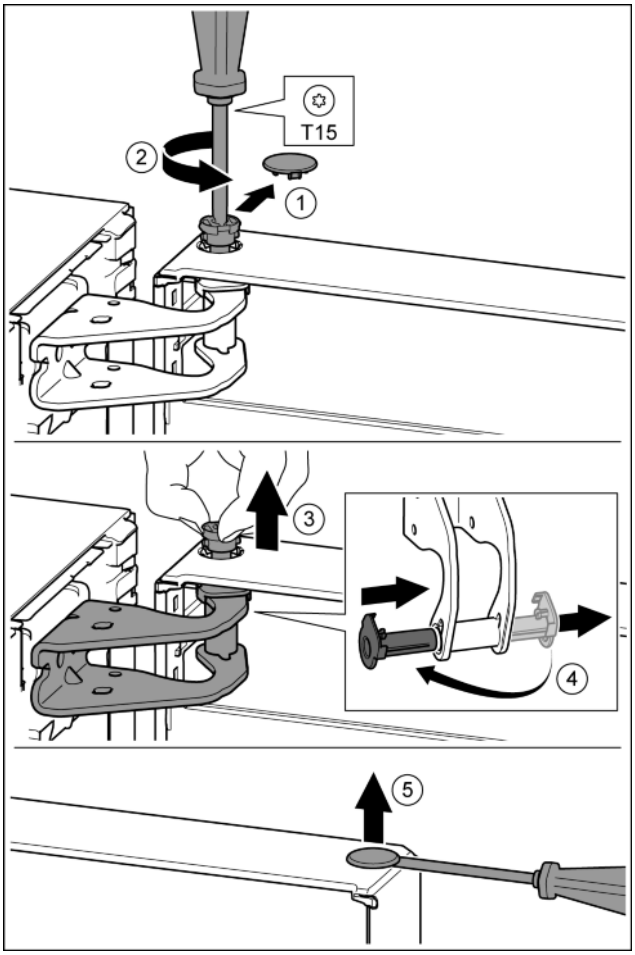

Fig. 13
▶ Enlever délicatement le cache de sécurité. *Fig. 13 (1)*
▶ Dévisser légèrement le boulon avec un tournevis T15. *Fig. 13 (2)*
▶ Tenir fermement la porte et sortir le boulon avec les doigts. *Fig. 13 (3)*
▶ Tirer la douille de palier en dehors du guide. La mettre de l'autre côté et l'enclencher. *Fig. 13 (4)*
▶ Soulever délicatement le bouchon en dehors de la douille de palier de porte avec un tournevis plat et le sortir. *Fig. 13 (5)*